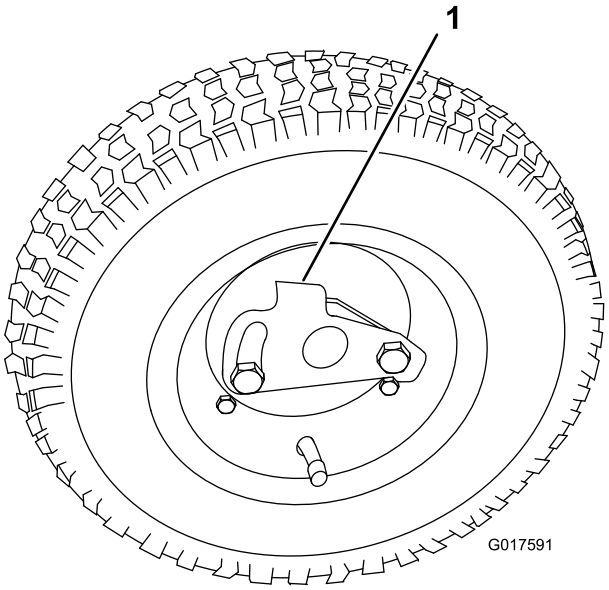

Figuur 8
1. Schuif het wiel op de as (Figuur 8).
2. Draai de sluitklem van het wiel weg van het midden van het wiel zodat het wiel verder op de as kan schuiven (Figuur 8).